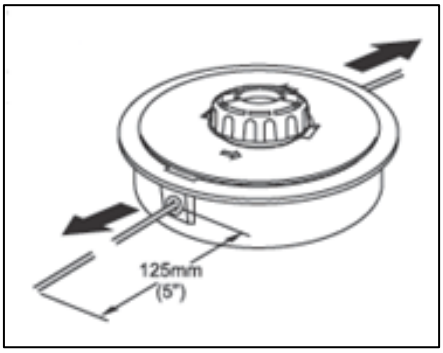

Rys. 27
7. Lekko pociągnij każdą końcówkę żyłki (Rys. 27), tak by odhaczyć ją ze szczelin opisanych w pkt. 5. Obetnij nadmiar żyłki do ok. 125mm (5”) . Zmniejszy to obciążenie silnika podczas startu i rozgrzewania silnika.